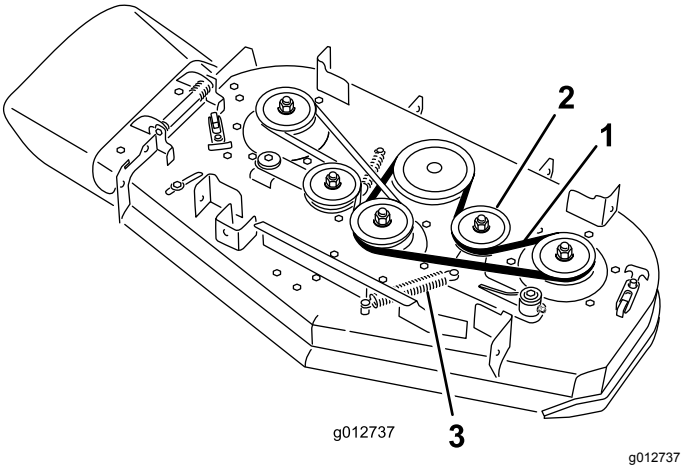

Rysunek 65
A. Zdejmij sprężynę z kołka zaczepu na jałowym kole pasowym (Rysunek 65).
B. Zdejmij zużyty pasek kosiarki (Rysunek 65).
C. Załóż nowy pasek wokół kół pasowych podwozia tnącego, wokół koła sprzęgła i jałowego koła pasowego (Rysunek 65).